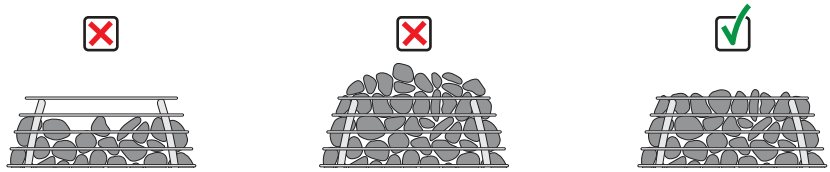

Figure 14. Pose de pierres dans la cage HIVE Flow.
- Ne mettez dans la cage ni trop ni moins de pierres qu'il n'en faut (**Figure 14**).